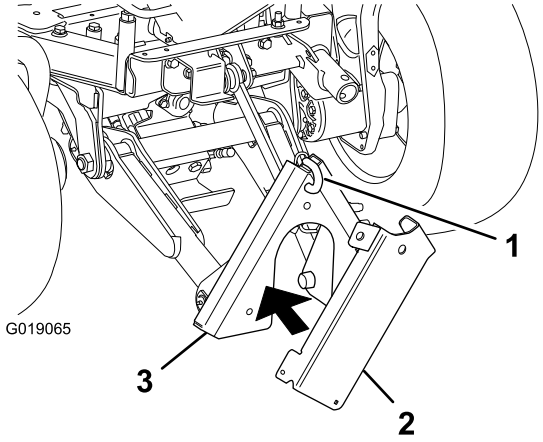

Figur 2
2. Dra ut sprinten längst upp på det främre fästningsfästet (Figur 2).
3. Håll domkraftsförvaringsfästet mot det främre fästningsfästet och fäst domkraftsförvaringsfästet mot det främre fästningsfästet med sprinten (Figur 2).